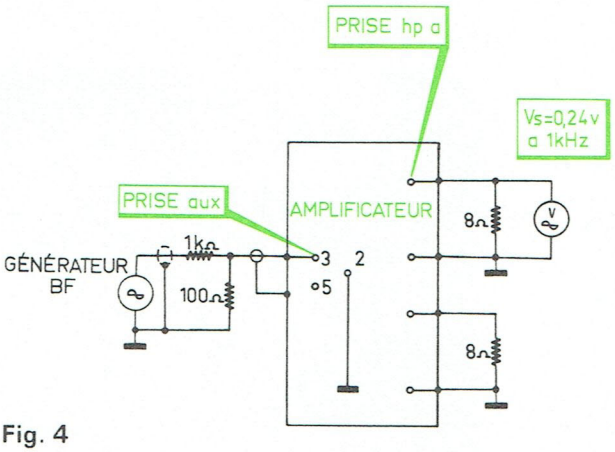
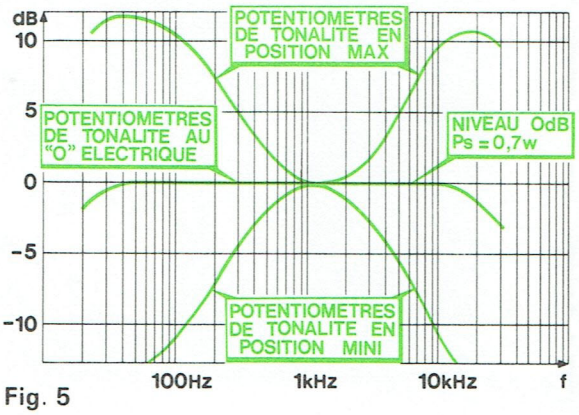

Fig. 4
Fig. 5
2° - Contrôle de la bande passante (Fig. 4 - Fig. 5)
3° - Action des tonalités (Fig. 4 - Fig. 5)
- Les courbes relevées sont représentées sur la Fig. 5